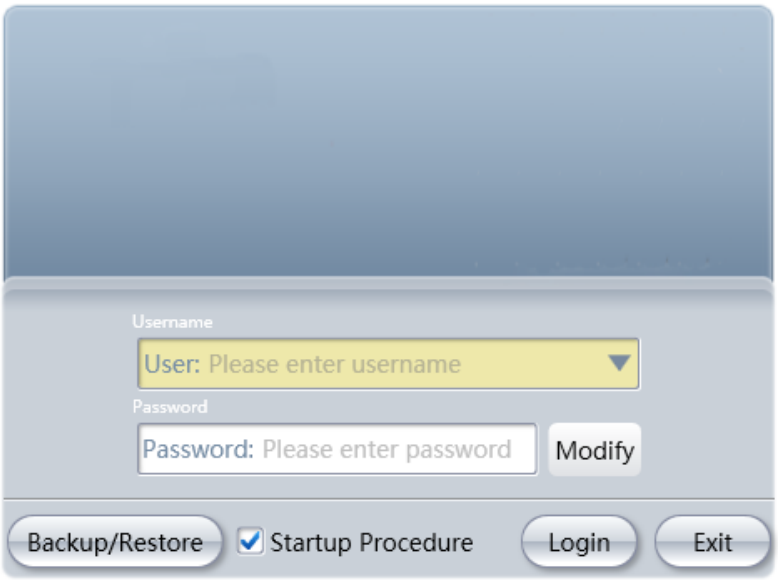

Figure 4-2: Main interface of the operating software
2) In the software login screen that pops up (see Figure 4-2), enter an appropriate username and password to log into the software. In the login screen, you can also select the startup procedures, change the login password and perform database backup / restore operations.